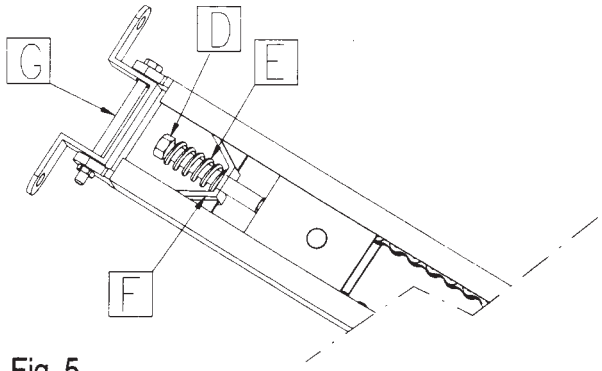

Fig. 5
- Inserte el muelle E y bloquéelo con la tuerca D. Posteriormente, monte la pieza G con el tornillo y la tuerca M8 (fig. 5).